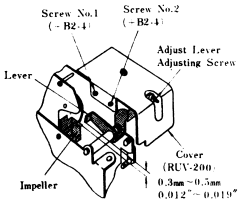

Fig. 3
(Refer to Figs. 3~5)
3. Remove two (2) relay and relay cover mounting screws, Nos. 1~2, as illustrated in Fig. 3.
(B) After mounting relay, adjust Lever Adjusting Screw (Fig. 3 of page 3).
To Remove Relay (Refer to Figs. 3 & 6)
2. Remove two (2) relay and relay cover mounting screws, Nos. 1~2, as illustrated in Fig. 3.
After mounting relay, adjust Lever Adjusting screw (Fig. 3 of page 3).
1. Wind the spring with the key (2 or 3 turns clockwise).
3. Adjust Lever Screw so that air gap between impeller and lever becomes 0.3 mm~0.5 mm (0.012"~0.019") as illustrated in Fig. 3.